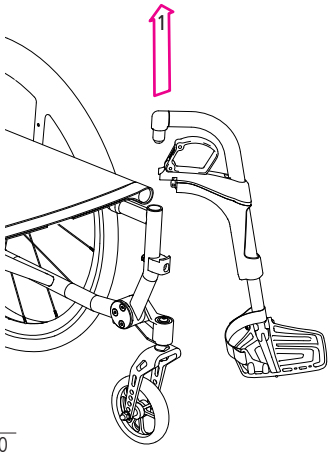

afb. 20
4. Nu kunt u de beensteun naar boven toe verwijderen (1, afb. 20).